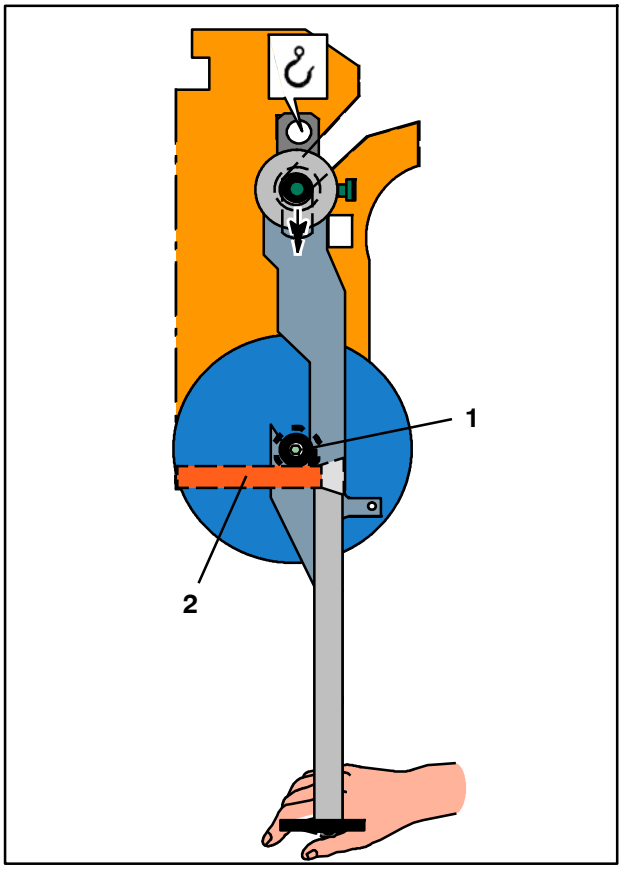

Fig. 145 Dispositif de suspension et bobine montée
13. Actionner la grue d'atelier et abaisser avec précaution l'arbre à friction et la bobine montée jusqu'à ce que les galets de centrage (Fig. 145/1) de l'arbre à friction reposent sur les rails supports (Fig. 145/2) - éviter tout basculement